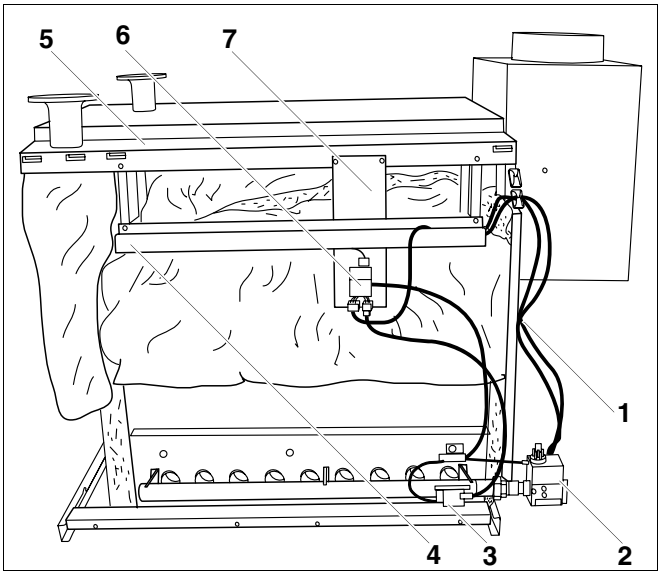

Afb. 68 Analoge brandersturing
- Schroef de bevestigingsplaat van de brandersturing (afb. 68, **pos. 7**) met twee schroeven met vlakke kop 3,9 x 9,5 aan de zijdelingse ketelafdekkappen (afb. 68, **pos. 5**).
- Maak de verbindingen tussen de brandersturing (afb. 68, **pos. 6**) en de gasklep (afb. 68, **pos. 2**) of de ontsteker (afb. 68, **pos. 3**) en de ionisatie-elektrode zoals aangegeven op het schakelschema.
- Maak de verbindingen tussen de brandersturing (afb. 68, **pos. 6**), het regeltoestel en het bijkomende regeltoestel zoals aangegeven op het bijgevoegde schakelschema.
- De leidingen van de brandersturing (afb. 68, **pos. 6**) naar het regeltoestel worden via de kabelgoot (afb. 68, **pos. 4**) en de opening in de voorste ketelafdekkap gevoerd.
- De leidingen tussen de gasklep (afb. 68, **pos. 2**) en de brandersturing (afb. 68, **pos. 6**) worden gefixeerd met een klem voor de trekontlasting (afb. 68, **pos. 1**) aan de rugwand en dan via de kabelgoot (afb. 68, **pos. 4**) naar de brandersturing geleid.